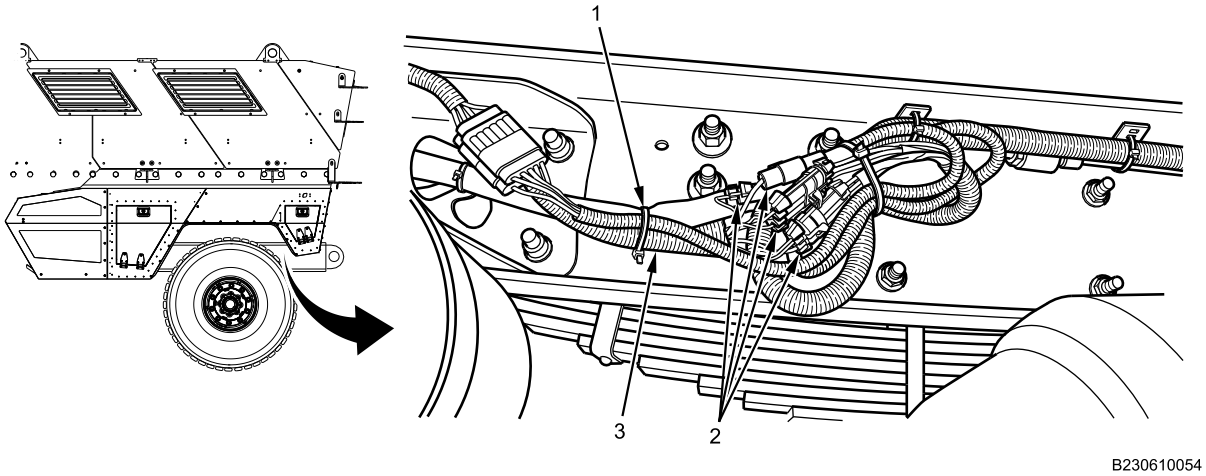

Figure 2. Rear Trailer Hookup Harness Connectors.
1. Position rear trailer hookup harness (Figure 2, Item 3) and connect four rear trailer hookup harness connectors (Figure 2, Item 2).
2. Install new cable lock strap (Figure 2, Item 1) and tighten securely.